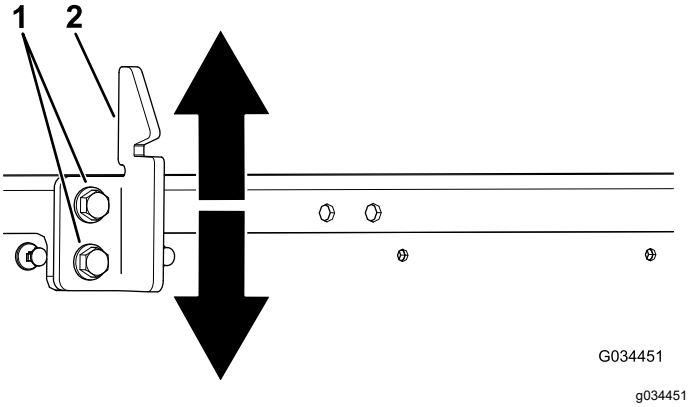

Figura 57
3. Afloje los 2 pernos del cerradero de la plataforma y mueva el cerradero hacia arriba o hacia abajo, dependiendo de si está demasiado alto o demasiado bajo (Figura 57).
4. Apriete los 2 pernos del cerradero de la plataforma (Figura 57).